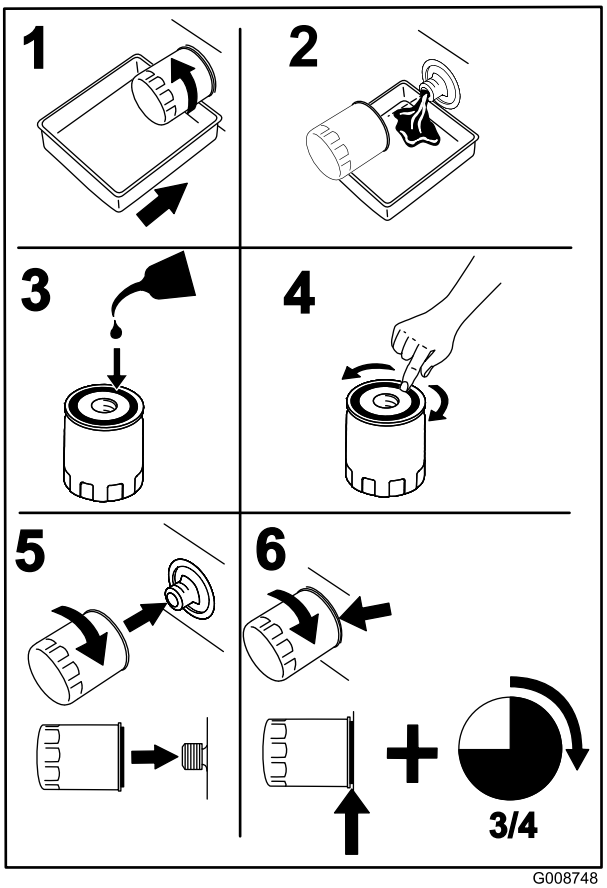

Rysunek 71
8. Podstaw tacę ociekową pod filtrem rozdzielacza (Rysunek 71).